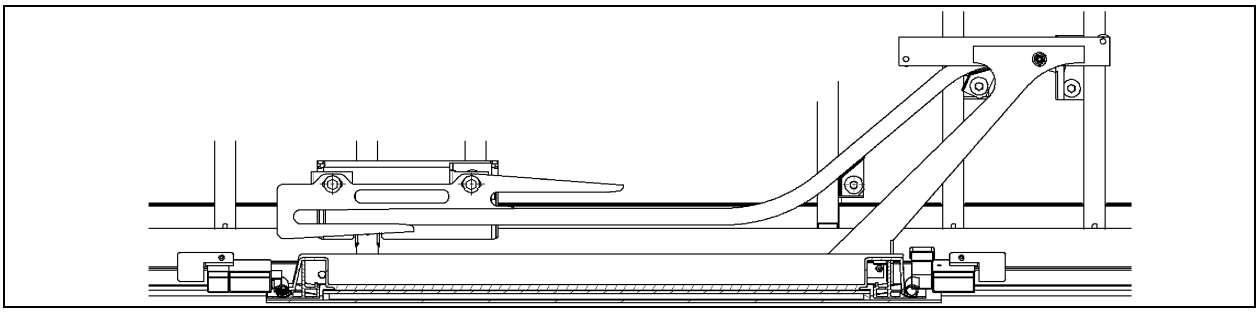

**FIGURE 68: WCL UPPER ARM AND RAIL**
2. Slide the top rail into the upper arm then bolt the rail to the structure. Do not fully tighten (Refer to Figure 68).